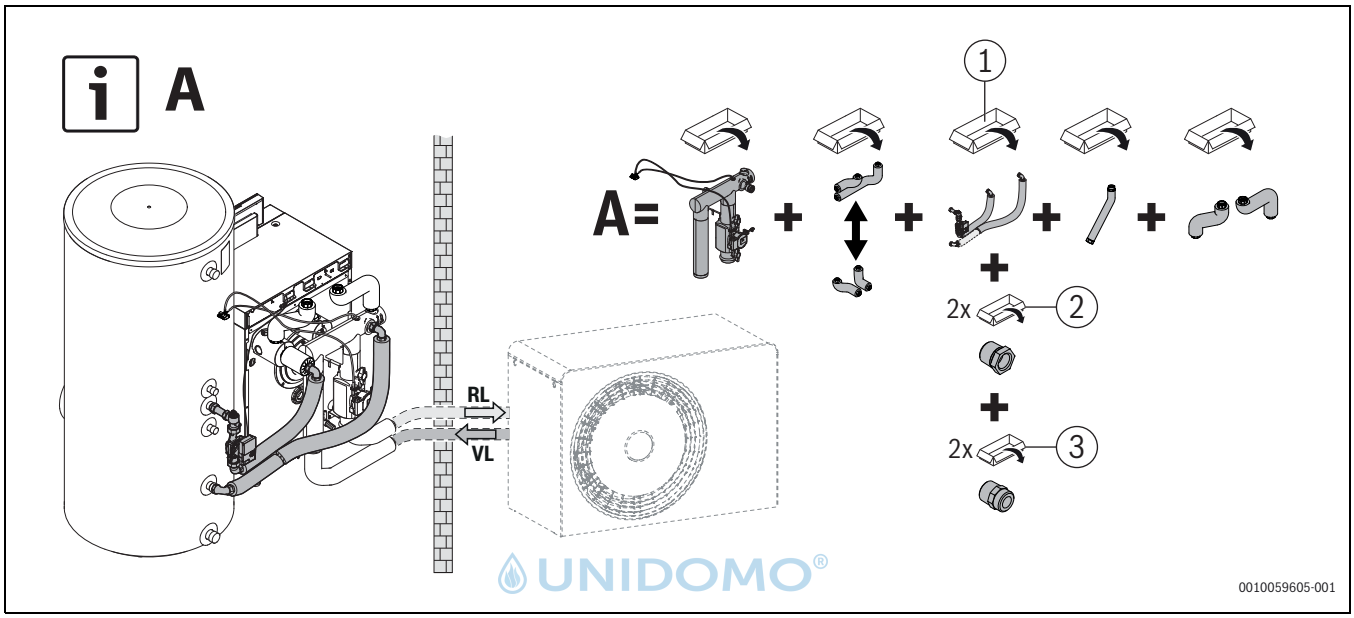
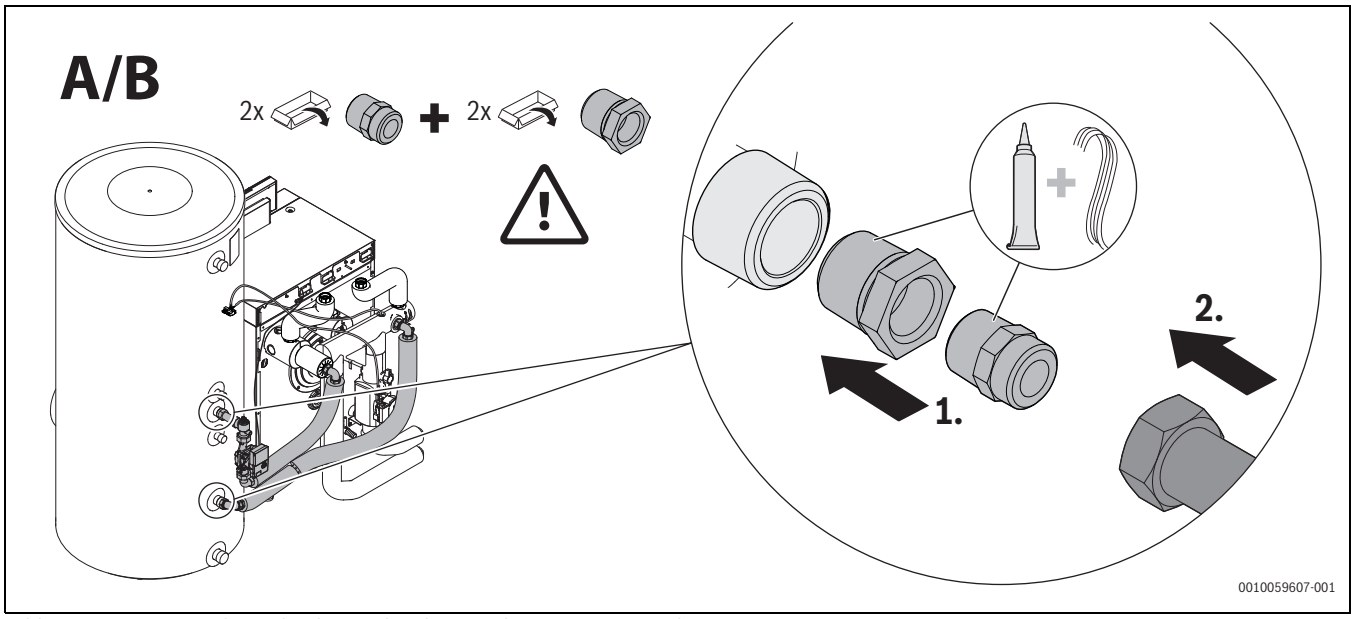

Bild 10 Speicherverbindung stehender Speicher rechts, Variante A, beispielhaft dargestellt für Kesselgröße 15 kW
Bild 12 Montage Speicherverbindung stehender Speicher, Varianten A und B
- Rohrgruppe entsprechend der vorgesehenen Varianten (→ Bild 10 – Bild 12) montieren (→ separate Installationsanleitung des Speicherverbindungs-Sets beachten); **Varianten A, B**.